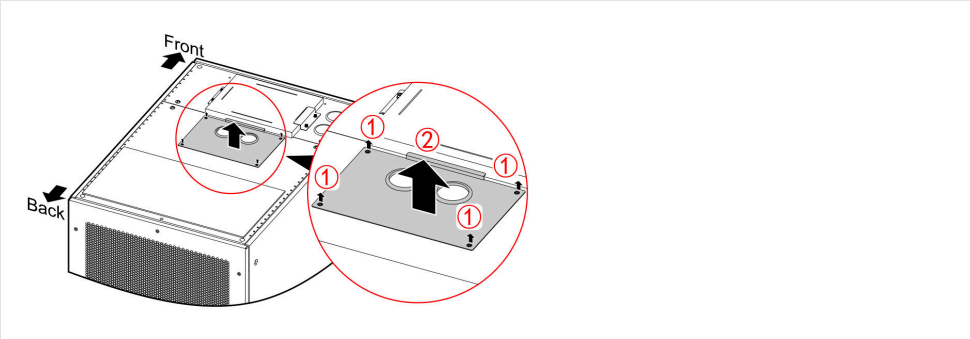

FIGURA 3-34 Passo 1 — piastra superiore del dispositivo di rete
1. Togliete la piastra superiore del dispositivo di rete (Figura 3-34).